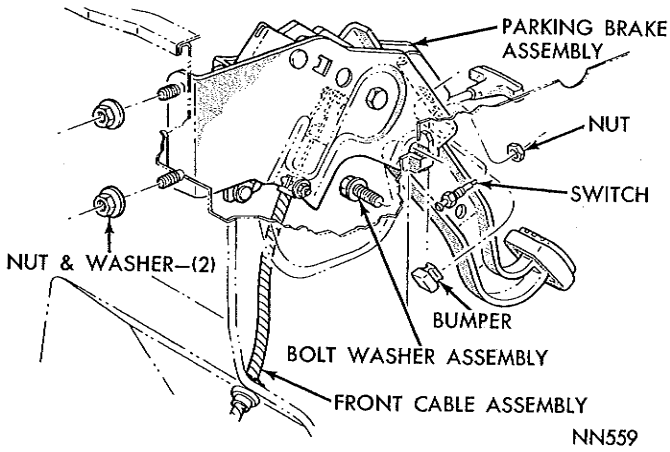

***Fig. 3—Parking Brake Pedal (Plymouth)***
Should it become necessary to remove the parking brake cable (rear) for installation of a new cable, refer to (Fig. 3) Service Brakes.
(8) Compress retainers on end of brake cable housing and remove cable from brake plate. Refer to (Fig. 3) Service Brakes.
(2) Disengage cable from guide clip.
(3) Using a screw driver force cable housing and attaching clip out of body crossmember.
(4) Fold back left front edge of floor mat and remove rubber cable cover from floor pan.
(5) **Depress** parking brake pedal and work brake cable up and out of brake pedal linkage (Figs. 3 or 4).
(6) Using a screw driver force upper end of cable housing and clip down out of pedal assembly bracket.
(7) Remove cable to floor pan clip and work cable and housing assembly up through floor pan.